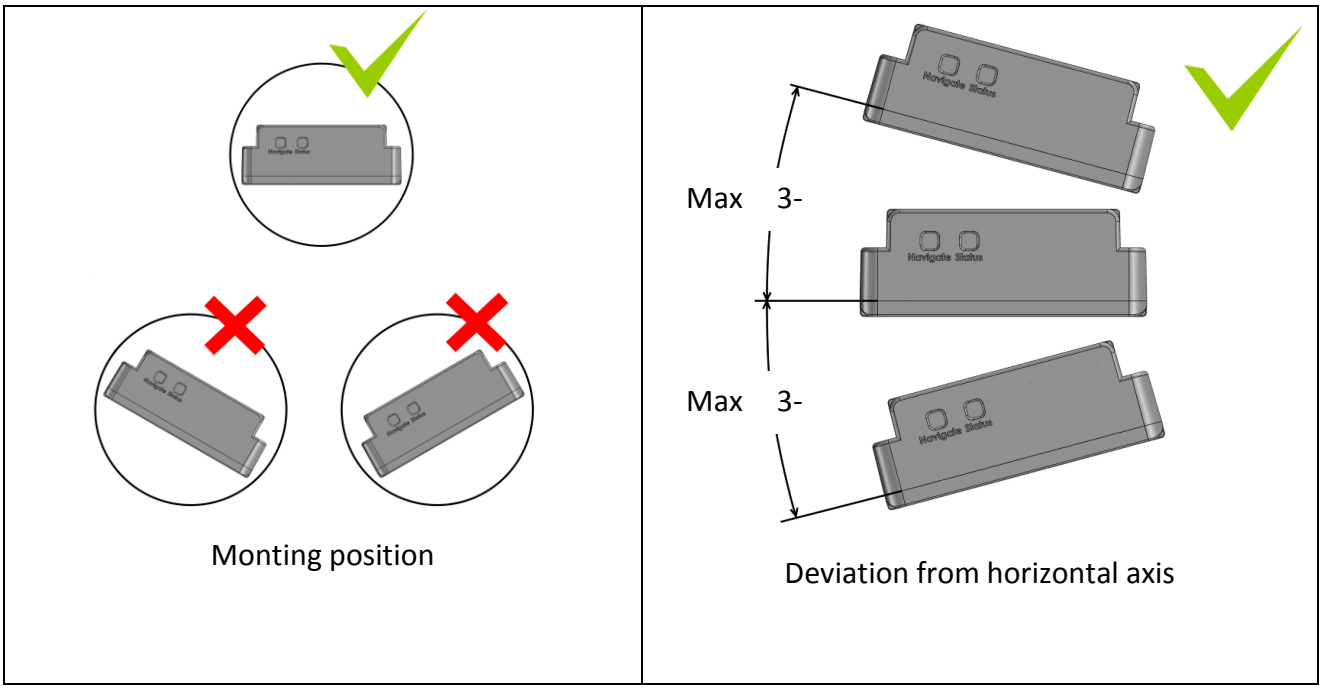

Figure 43. Mounting position and recommended deviation from horizontal axis of vehicle
2. Recommended deviation from horizontal axis of vehicle max 3-5°, as shown in figure 43.
1. If using Eco driving function device should be mounted horizontally to work properly, see Figure 43 and 44.